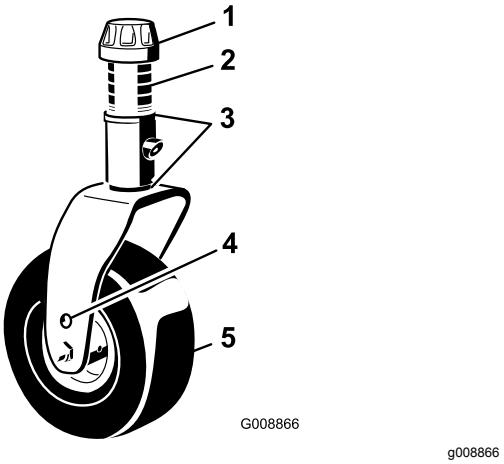

Figur 104
1. Fjern spennhetten fra spindelakselen og før spindelen ut av styrearmen (Figur 104). Plasser mellomleggene etter behov, for å heve eller senke styrehjulene til klippeenheten har korrekt stigning.